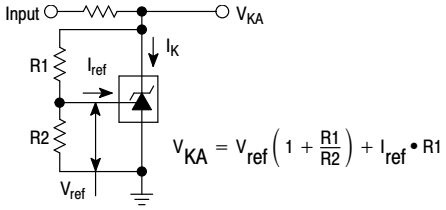

Figure 2. Test Circuit for $V_{KA} > V_{ref}$
9. The dynamic impedance Z_{KA} is defined as $\lvert Z_{KA} \rvert = \frac{\Delta V_{KA}}{\Delta I_K}$ When the device is programmed with two external resistors, R1 and R2, (refer to Figure 2) the total dynamic impedance of the circuit is defined as: $\lvert Z_{KA}' \rvert \approx \lvert Z_{KA} \rvert \left(1 + \frac{R1}{R2}\right)$